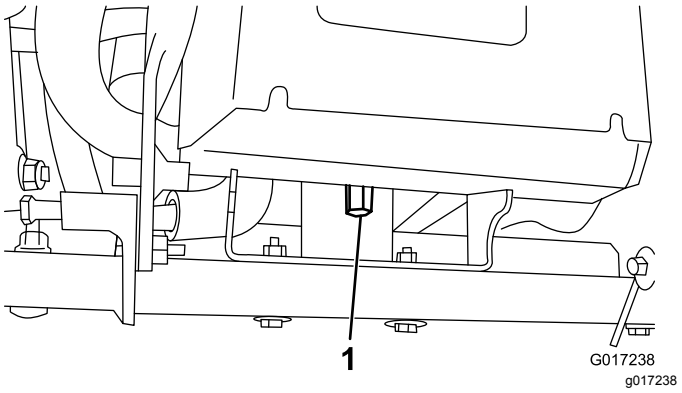

**Rysunek 11**
4. Odkręć wysoką nakrętkę mocującą tylną część podstawy akumulatora do ramy maszyny (Rysunek 11).